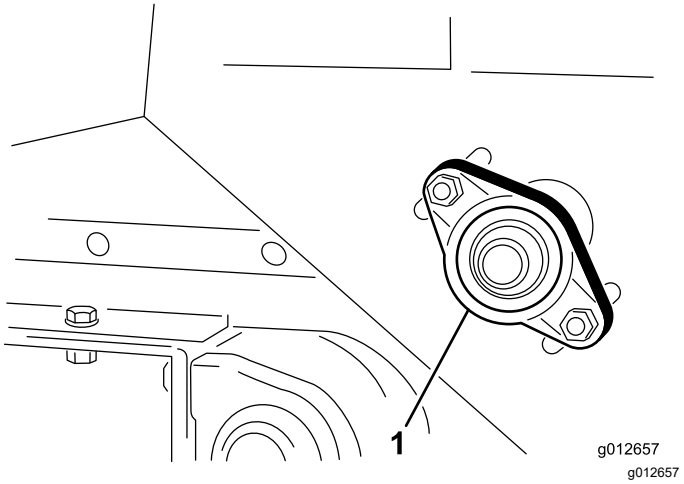

Figur 40
1. Lossa muttrarna som fäster lagerhuset (Figur 40) på maskinens högra sida.